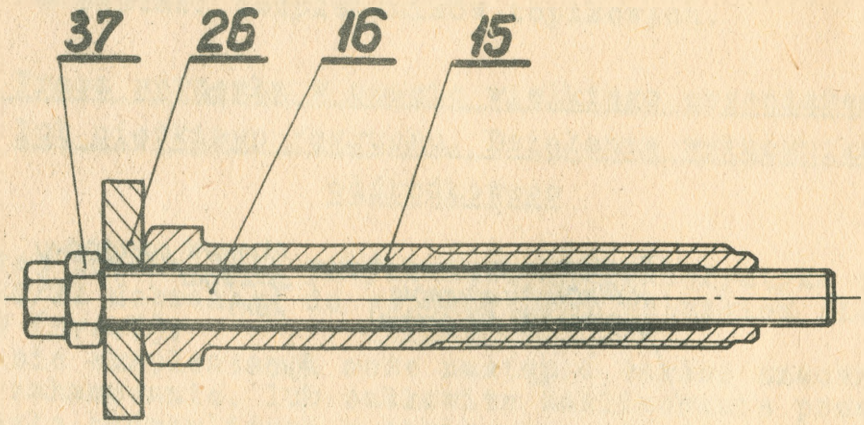

Rys. 8
Montaż i demontaż sprzęgła należy wykonywać za pomocą specjalnego kompletu przyrządów montażowych (rys.8).
7.13. Przy dokręcaniu śrub w sprzęgle i przy pracach montażowych należy używać wyłącznie narzędzi przeznaczonych specjalnie do tego celu (rys. 8). Nie wolno używać narzędzi nieodpowiednich (np.młotków) do prac przy sprzęgle.